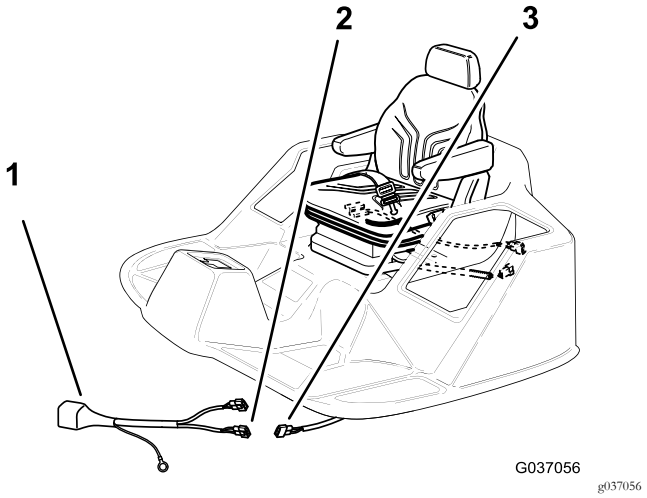

Bild 20
2. Stecken Sie den 2-Stift-Stecker des Relaiskabelbaums in den 2-Buchsen-Stecker (Bild 20) des Maschinenkabelbaums, den Sie in Schritt 1 von 2 Entfernen des Sitzes (Seite 4) abgeschlossen haben.